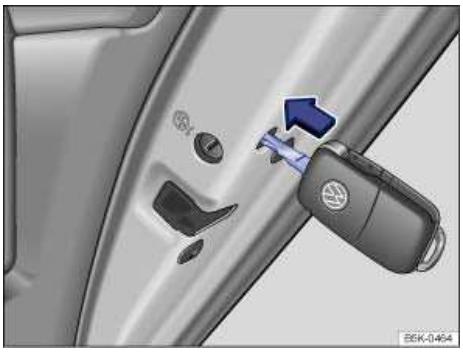

Fig. 154 On the front side of the right rear door: Manual vehicle locking with the key bit in the vehicle key.
- Insert the key bit into the slot and turn ⇒ fig. 154. If there is a colored lever instead of a slot, press the colored lever forward.